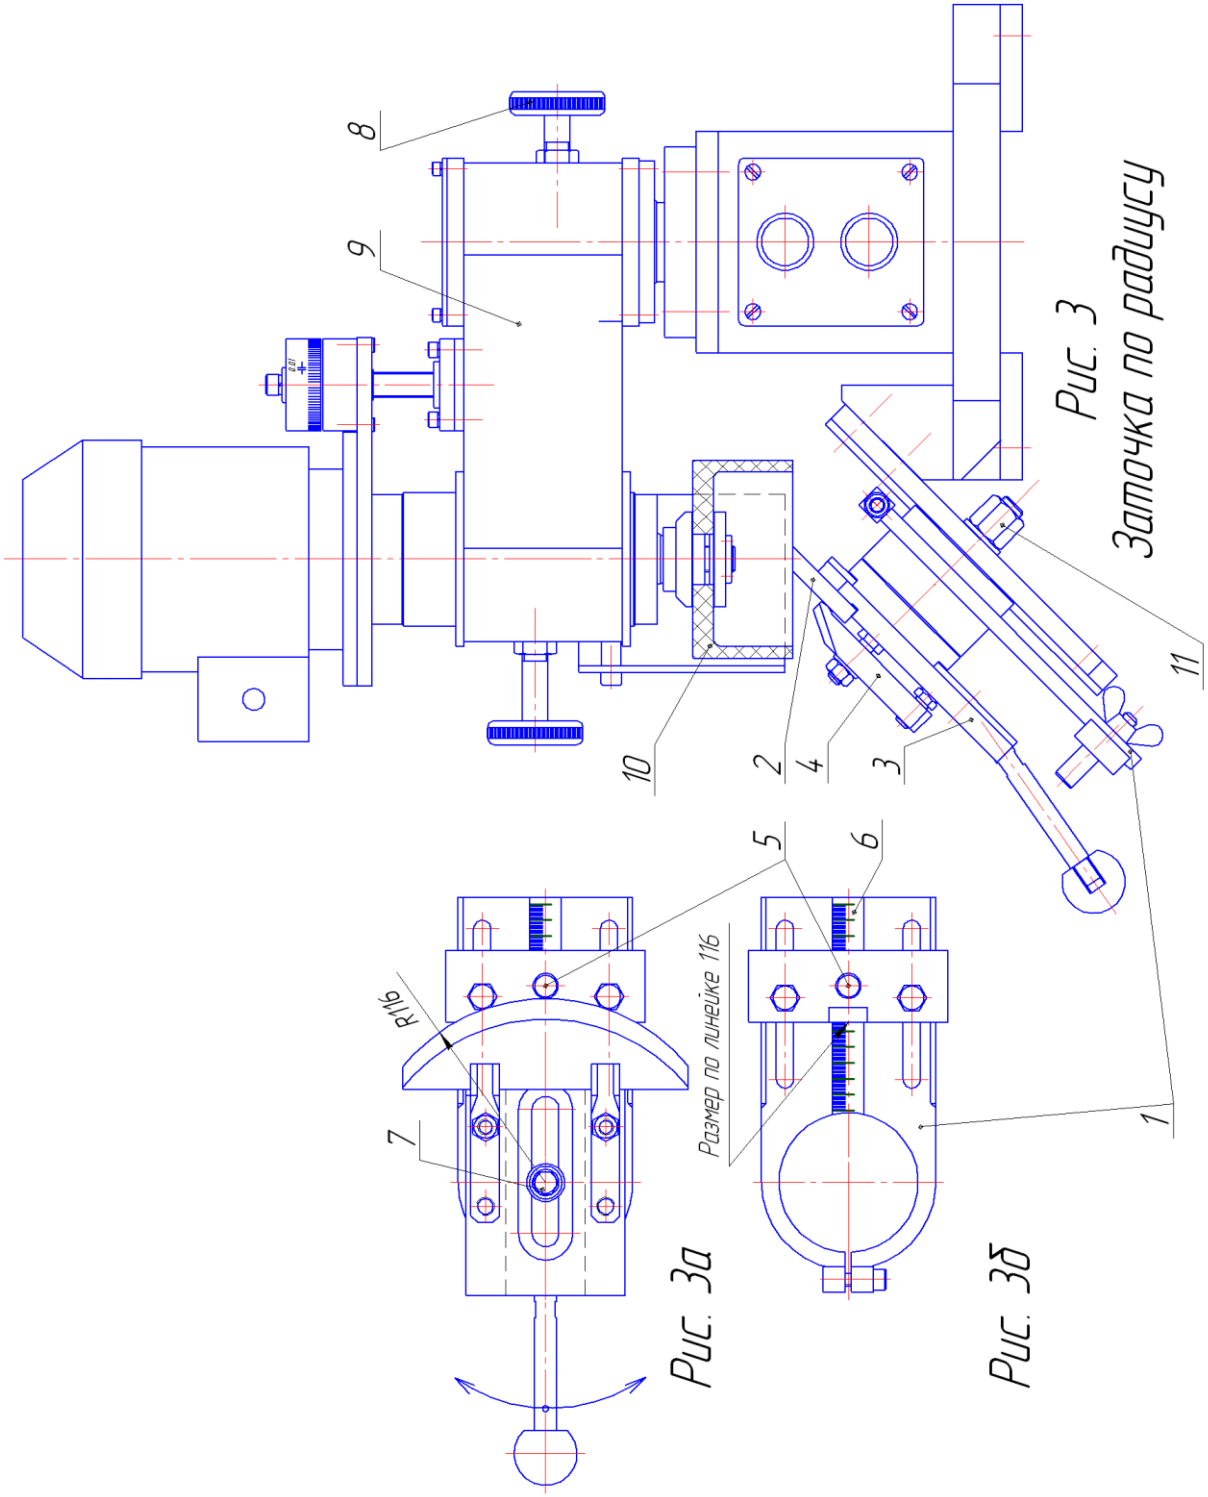

Рис. 3
5.2 Установка и заточка ножей имеющих радиус (рис. 3, 3а и 3б).
Рис. 3а
Рис. 3б
- на приспособлении 1 установить планку с бобышкой 5 на необходимый радиус ножа, по линейке 6. (на рис. 3б приведен пример: радиус ножа 116мм, для выборки паза на бревнах диаметрами 260мм).
- ослабив гайку 7 подвести плиту 3 с ножом 2 до касания с бобышкой 5, нож предварительно зафиксировать прижимами 4, поворачивая плиту 3 за рукоятку и перемещая нож вдоль паза, добиться свободного, без заедания перемещения ножа относительно бобышки. (рис.3а).